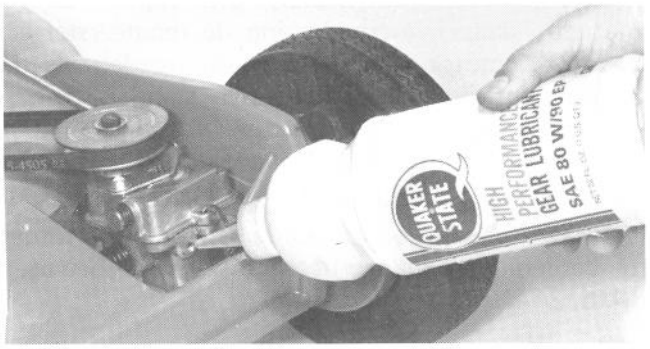

Afbeelding 32
3. Vul versnellingsolie bij, totdat de olie, wanneer de versnellingsbak gelijk staat, er uitlekt. (Afb. 32).